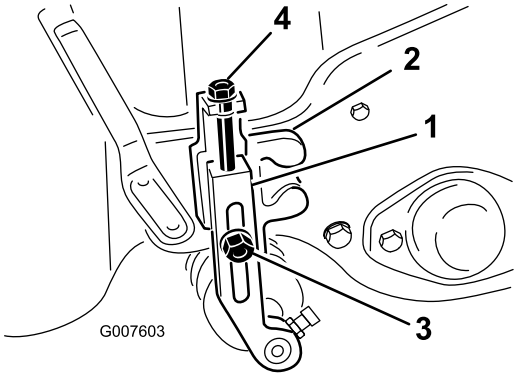

Figur 48
2. Lossa de låsmuttrar som håller fast klipphöjdsarmarna på klipphöjdsfästena (Figur 48).